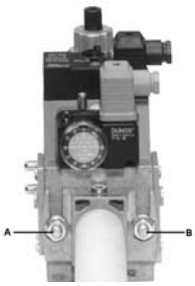
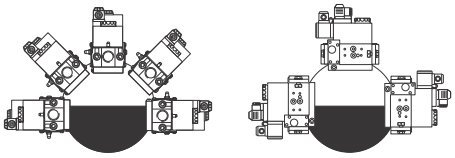

Fig. 6
Fig. 9
3. stringere le viti A, B, C e D (Fig. 6 - Fig. 7), rispettando le posizioni di montaggio (Fig. 9);